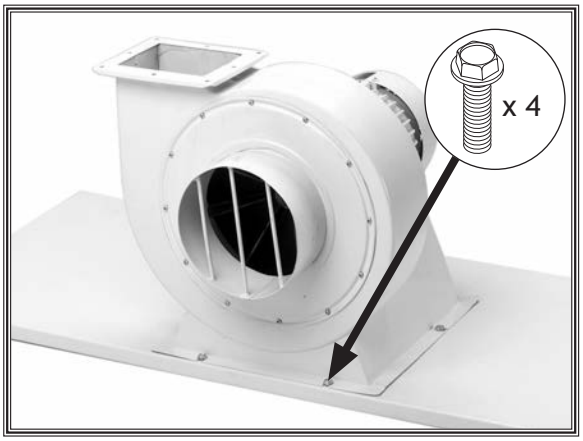

Figure 7. Installing caster to base.
3. Turn the base over, align the motor and impeller with the mounting holes, then secure the assembly with (4) 5/16"-8 x 1/2" flange bolts, as shown in **Figure 7**. The intake portion should be near the edge.